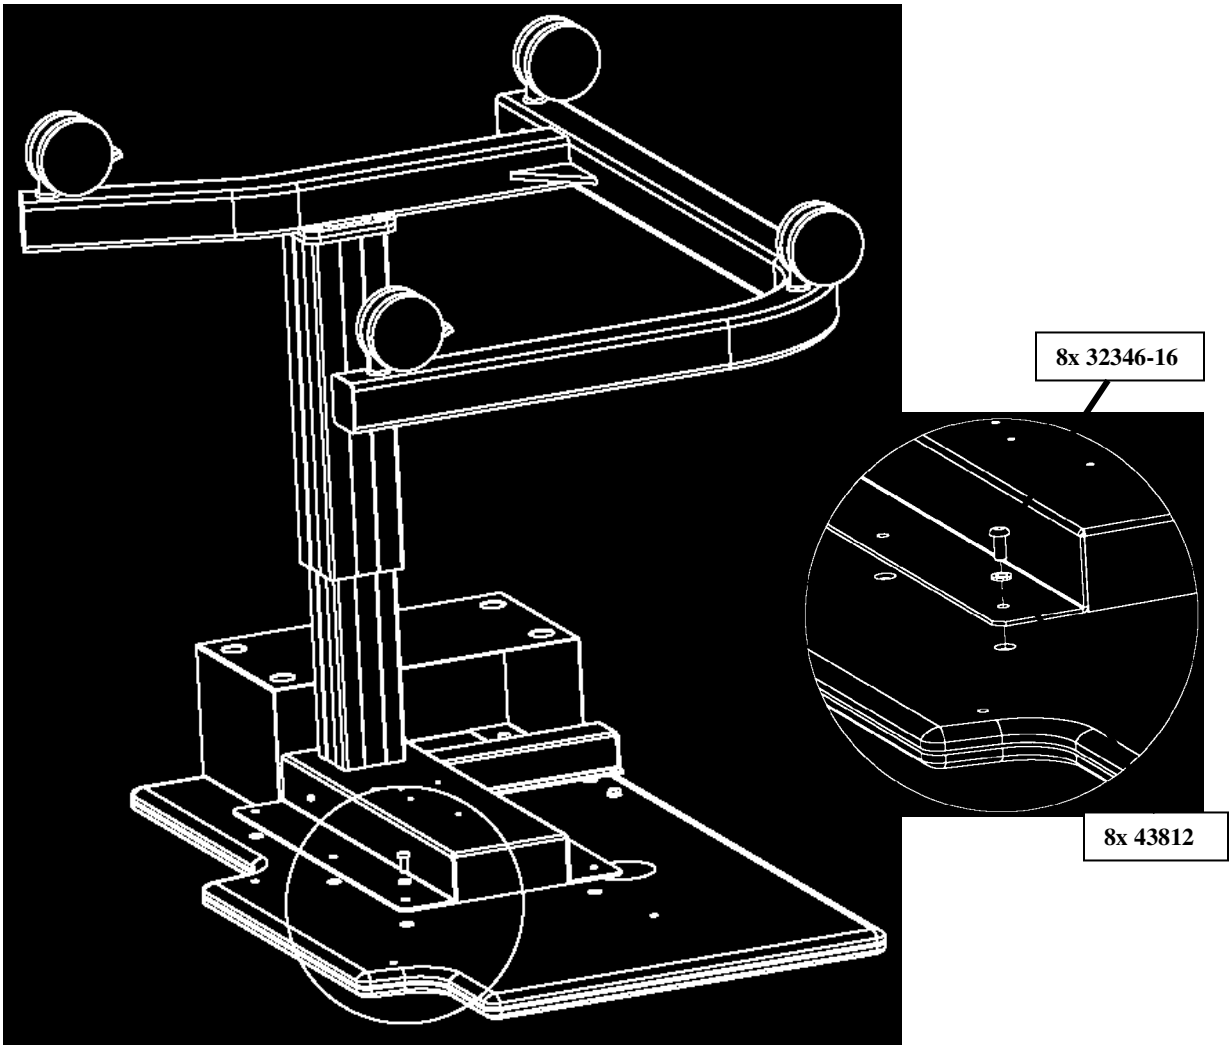

Figure 6 Table Top / Lift Assembly Upside Down
5) Lay the HFA table top upside down on a clean floor being careful not to scratch the surface. Place the assembly onto the table top as shown in Figure 6. Secure with the M5 x 16 SOC BTN HD CAP Screws / M5 Bell Spring Steel Washers supplied. Tighten screws with a 3MM Allen (Hex) wrench.